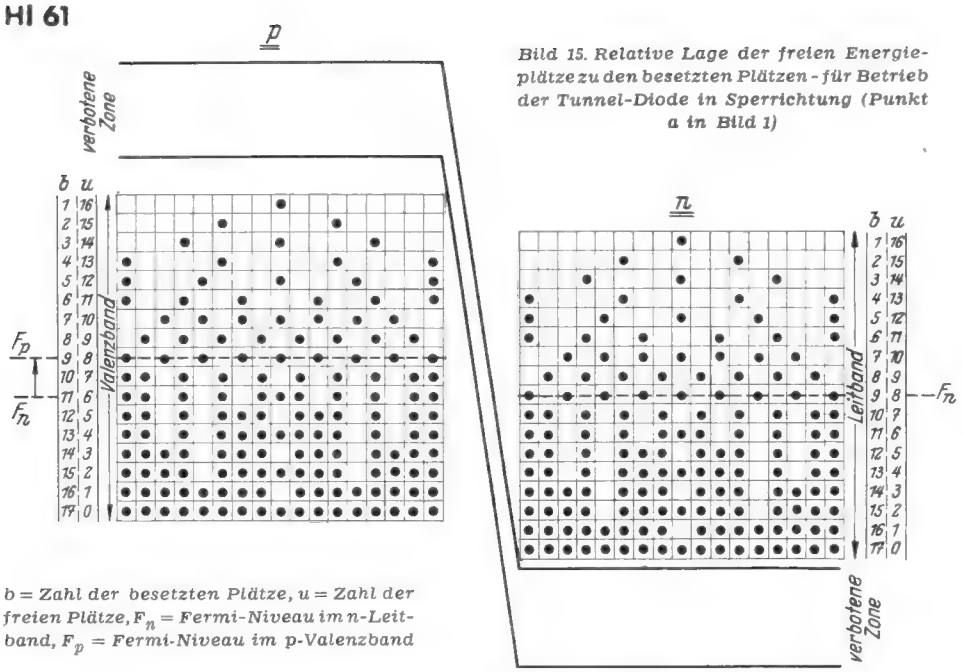

Bild 15. Relative Lage der freien Energieplätze zu den besetzten Plätzen - für Betrieb der Tunnel-Diode in Sperrichtung (Punkt a in Bild 1)
6. Tunnel-Diode in Sperrichtung *(Bild 15)*
Damit wird der Elektronenstrom von p nach n größer, da die Elektronen der p-Seite mit steigender Spannung mehr freie Plätze auf der n-Seite finden, (vergleiche Abschnitt C 2). Der Elektronenstrom in umgekehrter Richtung von n nach p wird dagegen kleiner, weil mit steigender Spannung die Elektronen der n-Seite immer weniger freie Plätze in der gleichen Energiestufe auf der p-Seite finden. Das Reaktionsprodukt leere mal freie Plätze wird daher für den Elektronenstrom von p nach n mit steigender Spannung größer, für den Elektronenstrom von n nach p kleiner. Die Differenz beider Ströme wird nach außen wirksam, d. h. der Strom außen steigt mit steigender Spannung von Null aus kontinuierlich an. Er fließt jedoch in umgekehrter Richtung. Vergleicht man die Bilder 11, 13, 14 mit Bild 15, so sieht man, daß bei Betrieb in Durchlaßrichtung der Elektronenstrom von der n- zur p-Schicht, bei Betrieb in Sperrichtung der Strom von der p- zur n-Schicht überwiegt. Ein Sperreffekt wie bei normalen Dioden ist wegen des schon bei fehlender äußeren Spannung vorhandenen Tunnel-Effekts im Nullpunkt nicht vorhanden.